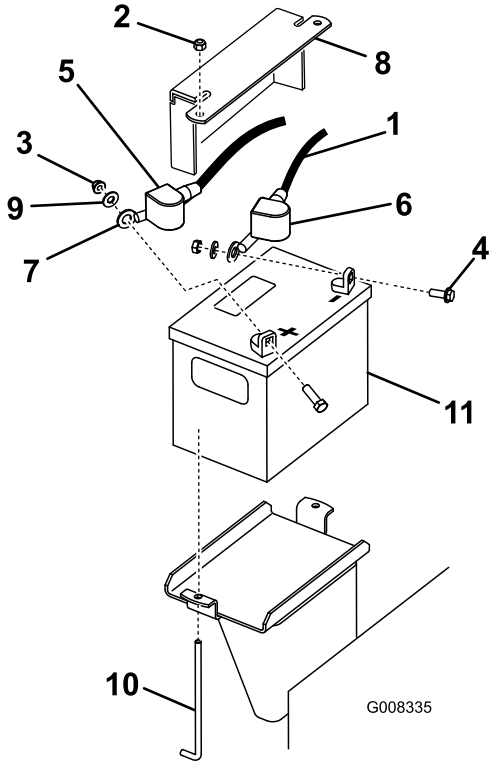

Rysunek 42
3. Unieś czarną gumową osłonę z ujemnego przewodu. Odłącz ujemny przewód akumulatora od ujemnego (-) zacisku akumulatora (Rysunek 42).
4. Wysuń czerwoną nakładkę zaciskową z dodatniego (czerwonego) zacisku akumulatora. Następnie odłącz dodatni (czerwony) przewód akumulatora (Rysunek 42).
5. Usuń płytę podtrzymującą, śruby fajkowe oraz przeciwnakrętki zabezpieczające akumulator (Rysunek 42) i wyjmij akumulator.
3. W pierwszej kolejności podłącz dodatni (czerwony) przewód do dodatniego (+) zacisku akumulatora za pomocą nakrętki, podkładki i śruby (Rysunek 42). Nałóż gumową osłonę na biegun.
4. Następnie podłącz ujemny przewód i przewód uziemiający do ujemnego (-) zacisku akumulatora za pomocą nakrętki, podkładki i śruby (Rysunek 42). Nałóż gumową osłonę na biegun.